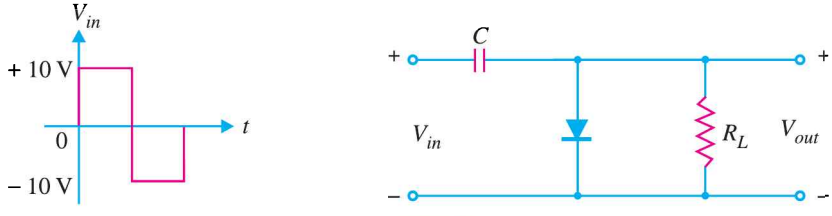

Fig. 18.68
3. In the circuit shown in Fig. 18.68, what are the minimum and peak values of the clamped output ? **[0 V ; –20 V]**